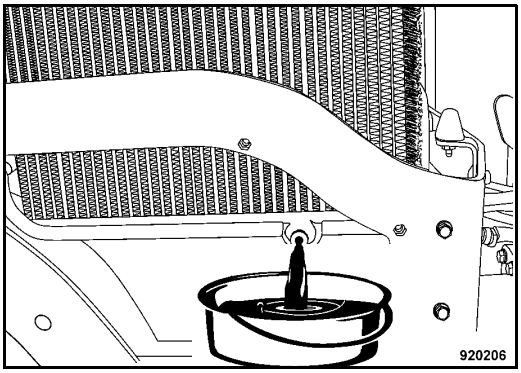

Fig. 173
- Unscrew the drain plug (Fig. 173).